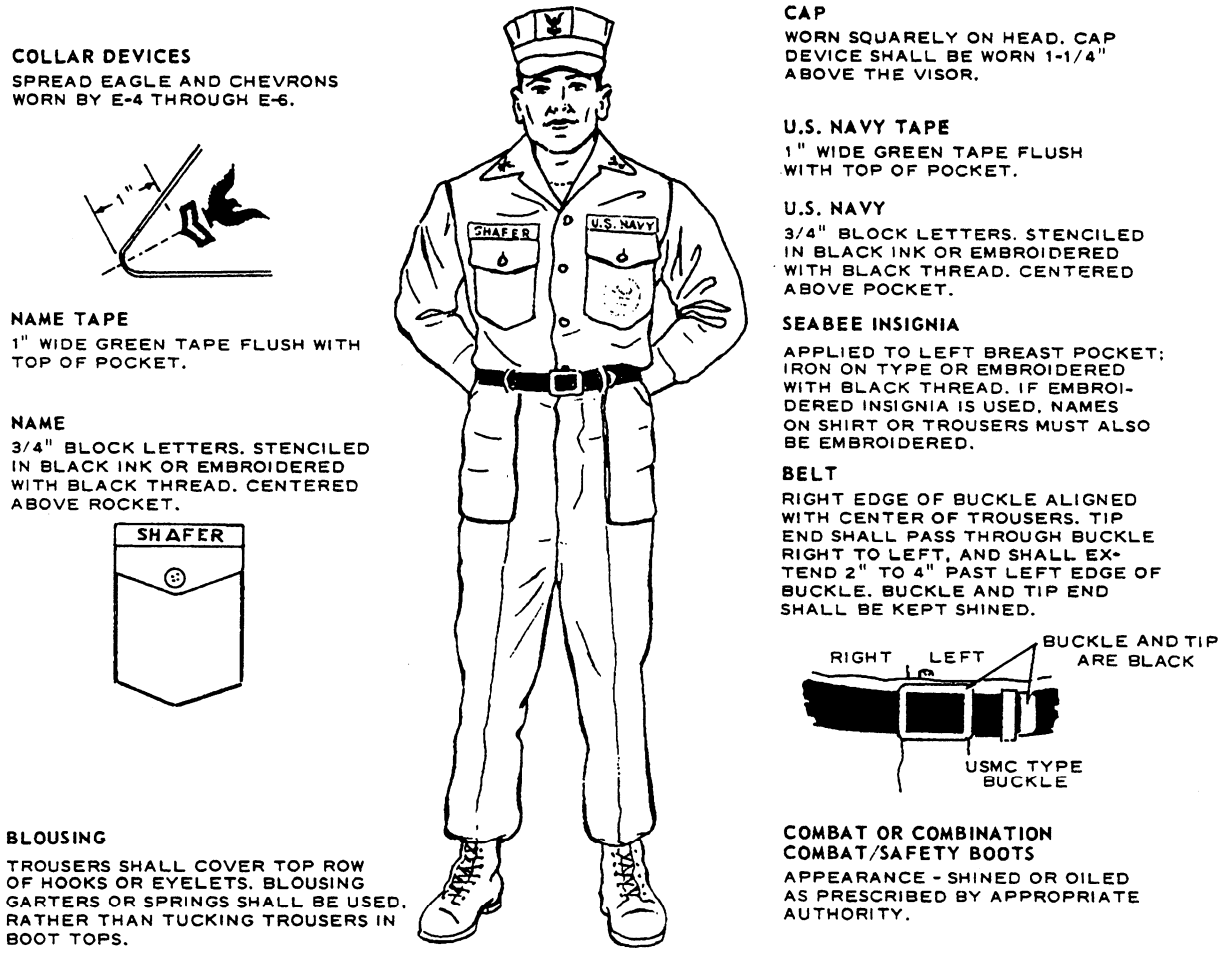

Figure 2-1.—Olive green utility uniform.
1. Utility shirts. When these shirts are issued, a 1-inch-wide green tape must be sewn above each pocket flush with the pocket seam. These tapes are the full width of the pocket, except that some personnel with long surnames may require tapes wider than the pocket. In addition, an iron-on type of Seabee insignia must be applied to the center of the left breast pocket (fig. 2-1).
Chief petty officers wear the appropriate black CPO rank, collar devices centered 1 inch from each edge of the collar wings. other petty officers wear a spread eagle and a series of black chevrons according to the rate of the individual. These are worn 1 inch from the point of the collar wing along the axis of a line bisecting the angle of the collar point with the eagle of the chevron facing inboard (fig. 2-1). Nonrated personnel do not wear collar or cap devices.
The utility uniform is worn as described below (fig. 2-1). Clothing may be tailored slightly to ensure proper fit, but formfitting tailoring, such as “pegging” or narrowing of the trousers, is not permitted
Construction Ratings (Seabeds) and non-occupational field 13 personnel serving with the NCF. The belt should be worn with the right edge of the buckle aligned with the center of the trousers and with the metal-tipped end passing through the buckle to your left, approximately 2 to 4 inches (fig. 2-1). The metal-tip and buckle are black.